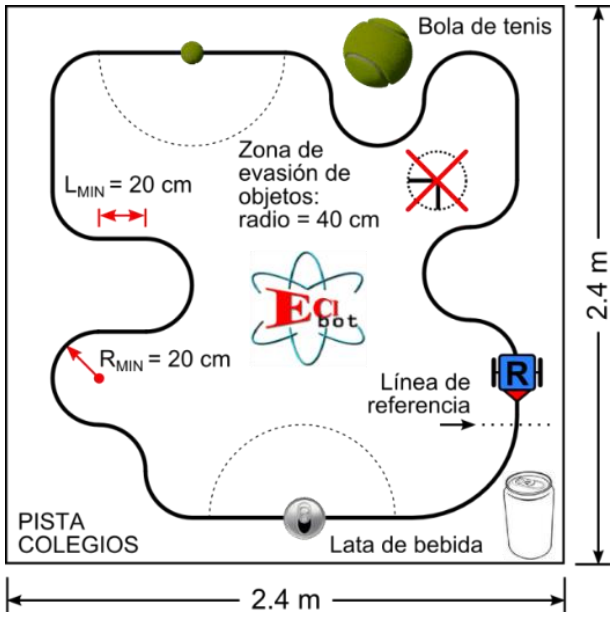

Figura 2. Pista ejemplo de seguidor de línea categoría colegios.
- La longitud mínima de las rectas es de 20 cm. El radio mínimo de las curvas es de 20 cm (ver ejemplo en la Figura 2).